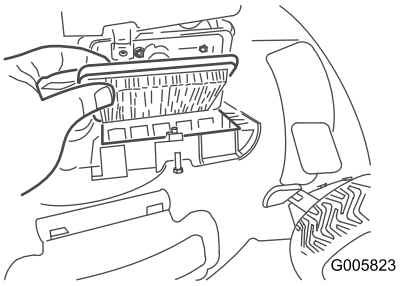

Figura 25
2. Cambie el filtro de aire (Figura 25).